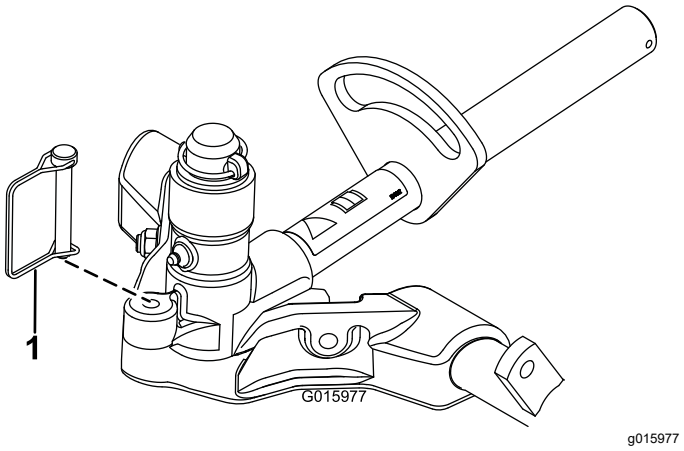

Figur 17
12. Lås fast styrningen på klippenheterna genom att fästa svängoket vid bärramen med låsstiftet (Figur 17).